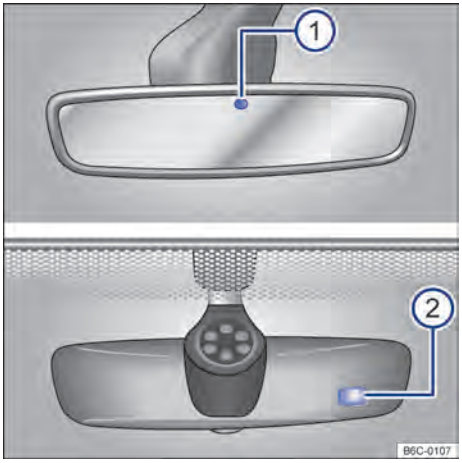

Fig. 78 En el parabrisas: espejo retrovisor interior antideslumbrante automático.
Con la ignición conectada, los sensores miden la incidencia de la luz por atrás → fig. 78 ① y por adelante ②.